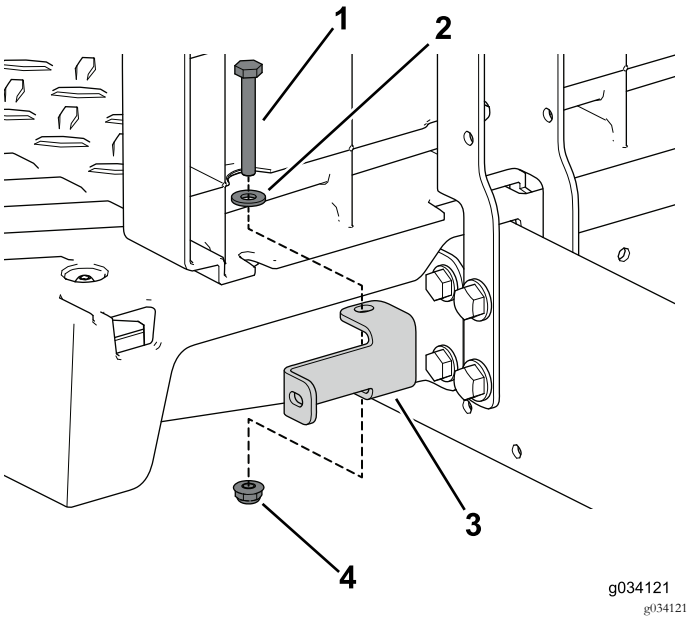

Figur 86
7. Brug de to bolte (1/4 x 2 tomme), spændeskiven og låsemøtrikken til at fastgøre venstre og højre panelbeslag på maskinen (Figur 86).
8. Brug de fire selvskærende skruer til at fastgøre den venstre sideafskærmning til sædeenheden (Figur 86).